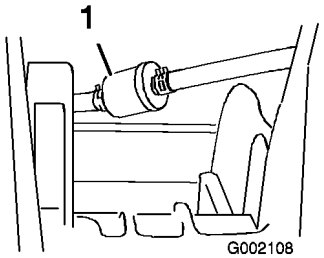

Figur 37
3. Ta bort klämmorna som säkrar bränslefiltret vid bränsleledningarna (Figur 37).